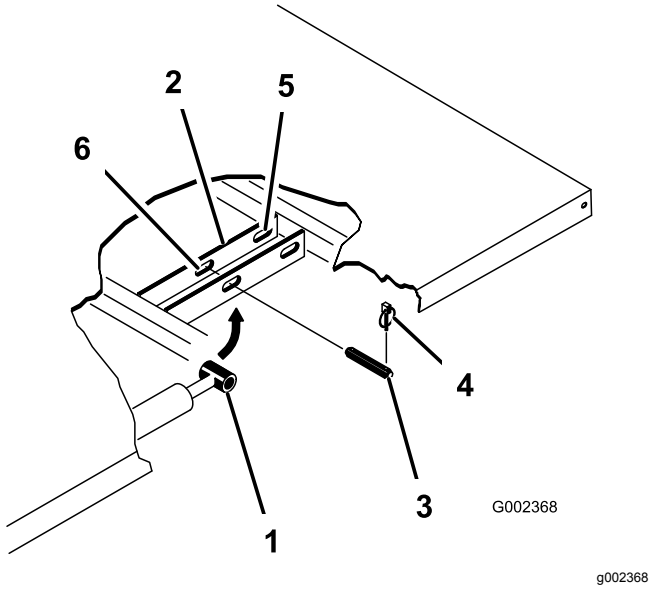

Figura 23
3. Rimuovete le coppiglie ad anello dalle estremità esterne dei perni con testa dell'asta del cilindro (Figura 23).
4. Rimuovete i perni con testa che fissano le estremità dell'asta del cilindro alle piastre di montaggio del pianale spingendo i perni verso l'interno (Figura 23).
5. Rimuovete le coppiglie ad anello ed i perni con testa che fissano le staffe orientabili ai profilati del telaio (Figura 23)